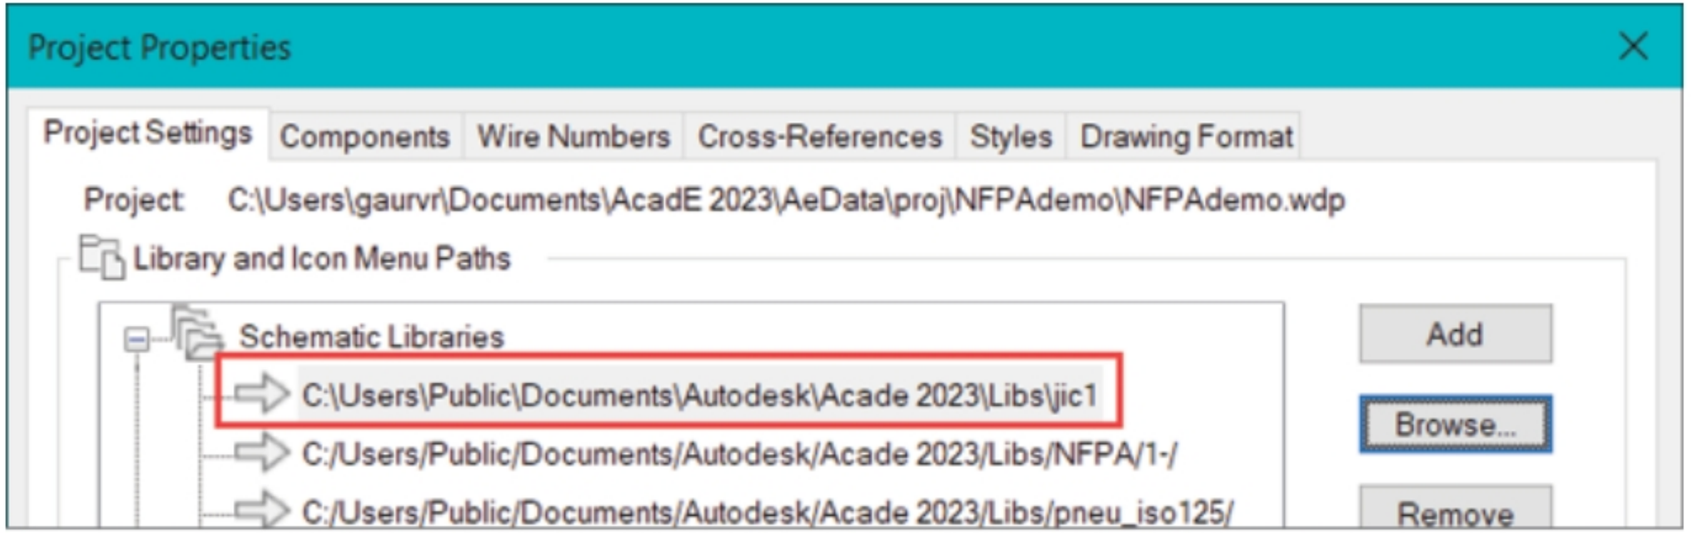

Figure-4. Changed library path
- Select the folder of desired library and click on the **OK** button. The library path in the dialog box will change; refer to Figure-4 (We have changed one library path from NFPA to JIC). Similarly, you can change the other library paths.